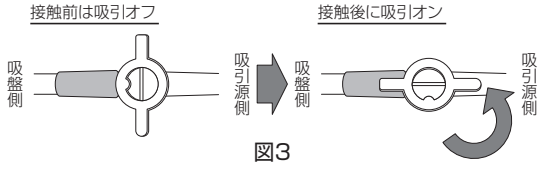

図3
8. 本品の吸盤を心外膜に接触させてから、コックを操作して吸引をオンにし、吸盤を心外膜に吸着させる（図3）。